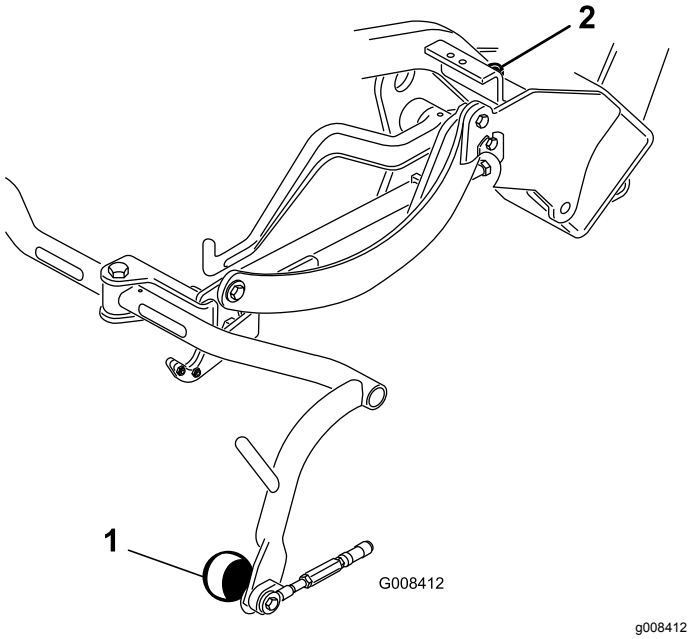

Figur 9
3. Hvis det er nødvendig å justere klaringen, løsner du låsemutteren på stoppeskruen på bærerammen (Figur 9), og roterer skruen opp eller ned for å heve eller senke rammen. Trekk til låsemutteren for å sikre justeringen.